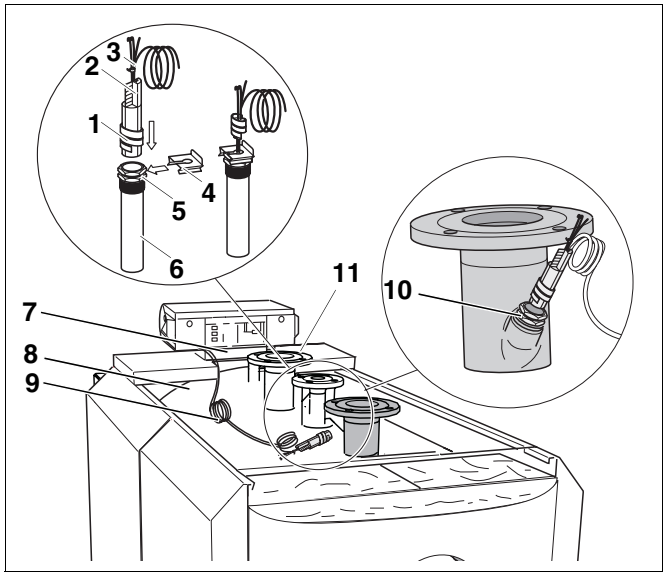

Rys. 31 Montaż zestawu czujników temperatury
- Poprowadzić rurki kapilarne i przewód czujnika (rys. 31, **poz. 9**) do punktu pomiarowego (rys. 31, **poz. 10**) na przewodzie zasilającym kotła grzewczego.
- Niepotrzebny odcinek rurek kapilarnych i przewodu czujnika (rys. 31, **poz. 9**) zwinąć razem i ułożyć na izolacji termicznej korpusu kotła (rys. 31, **poz. 8**).
- Poprowadzić kabel palnika przez przelotkę w przedniej pokrywie kotła (rys. 31, **poz. 7**).
- Wsunąć do oporu sprężynę kompensującą (rys. 31, **poz. 2**) z pakietem czujników temperatury (rys. 31, **poz. 3**) do tulei zanurzeniowej (rys. 31, **poz. 6**).
Przy wkładaniu pakietu czujników temperatury (rys. 31, **poz. 3**) do tulei zanurzeniowej (rys. 31, **poz. 6**) spirala z tworzywa sztucznego (rys. 31, **poz. 1**) przesuwa się automatycznie do tyłu.
- Wsunąć zapinkę zabezpieczającą czujniki (rys. 31, **poz. 4**) z boku na główkę tulei zanurzeniowej (rys. 31, **poz. 5**).
- Osadzić kompletny pakiet czujników sterownika 4212 w punkcie pomiarowym na zasilaniu z kotła grzewczego (rys. 31, **poz. 10**).
- Zamocować czujnik modułu ZM 427 na powrocie do kotła grzewczego (rys. 31, **poz. 11**).